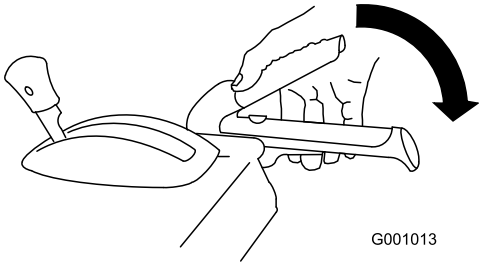

Figure 38
1. To engage the auger/impeller drive, squeeze the right (auger/impeller) lever to the handgrip (Figure 38).